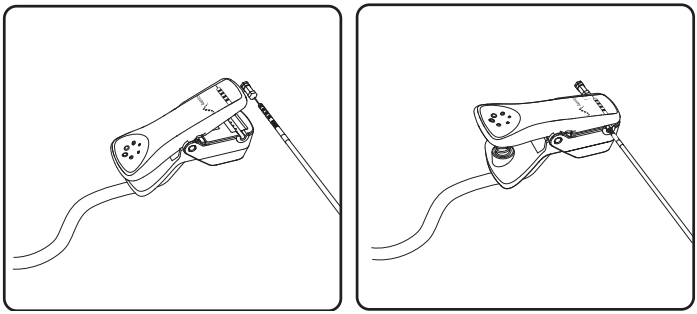

Figure 15. Connecter le câble de stimulation de l'électrode à l'électrode à ailettes
10. Connecter le câble de stimulation test de l'électrode à ailettes à l'électrode (**Figure 15**). À l'aide du CP, s'assurer que des raccordements électriques sont réalisés avec les 4 contacts.